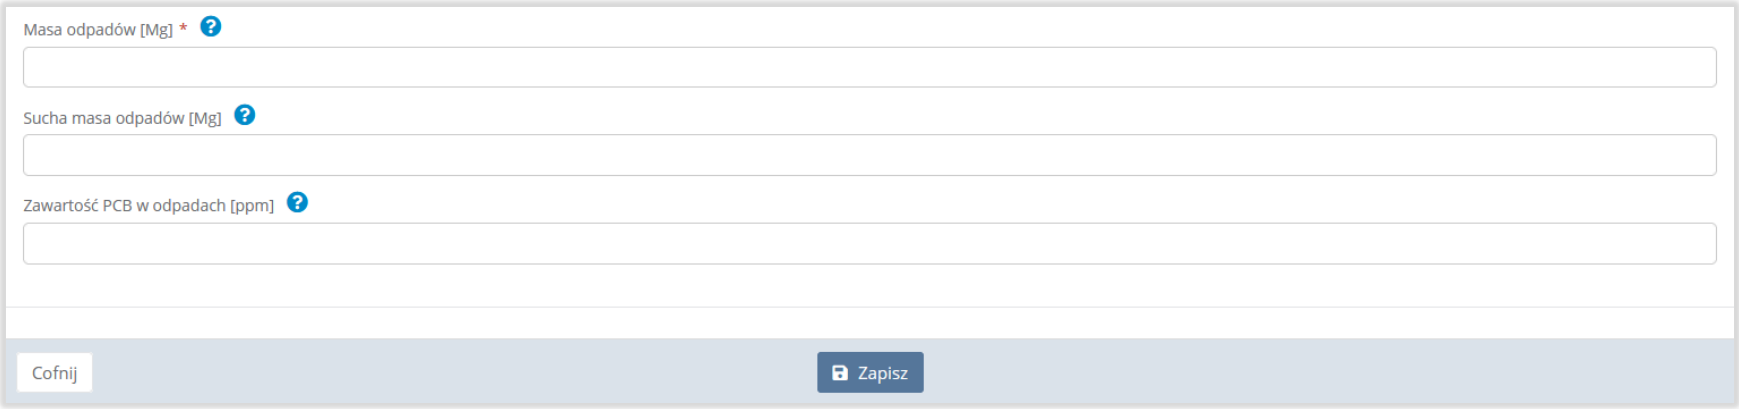

Rysunek 15 Formularz dodania informacji o gospodarce odpadami w instalacji lub urządzeniu – masa odpadów i zawartość PCB
- zawartość PCB w odpadach [ppm]. **[RYSUNEK 15]**